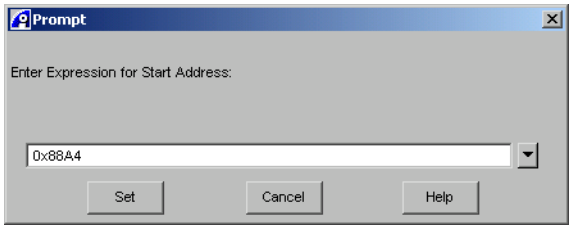

Figure 6-10 Memory start address selection box
8. Select **Set Start Address...** to display the dialog box shown in Figure 6-10.
Select this option to enter a C/C++ expression to compute the start address. This displays the selection box shown in Figure 6-10 on page 6-19 with the current expression already displayed. Change the address and click **Set** to specify the start address for the memory view.